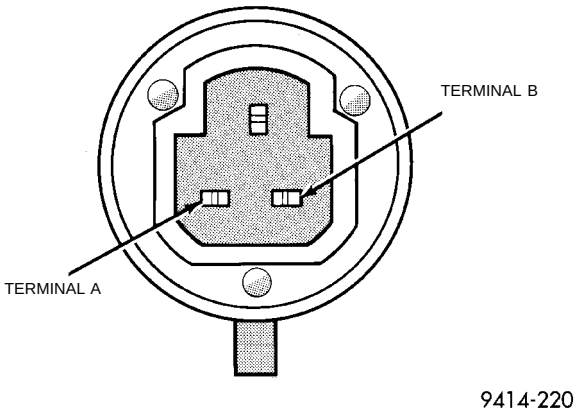

Fig. 80 Sensor de temperatura del refrigerante del motor
(2) Conecte un voltímetro/ohmiómetro de alta impedancia de entrada (digital) a los terminales A y B (Fig. 80). El ohmiómetro debe indicar lo siguiente:
(3) Mida la resistencia del mazo entre el terminal 28 del conector de 60 vías del PCM y el conector del mazo del sensor. Asimismo, verifique si existe continuidad entre el terminal 51 del conector de 60 vías del PCM y el conector del mazo del sensor. Para informarse sobre los circuitos, consulte el Grupo 8W,